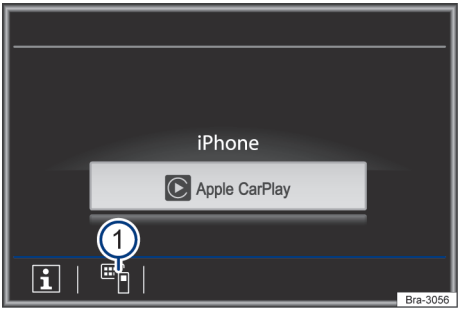

Fig. 115 Escolha do aparelho móvel.
– Tocar na superfície de função → Fig. 115 1 para desligar a conexão ativa.